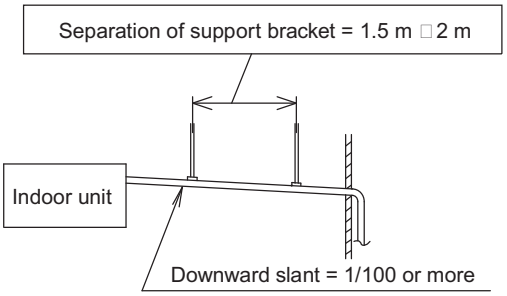

Fig. 1-14
- Make sure the drain pipe has a downward slant (1/100 or more; downward from drain port connection). (Fig. 1-14)